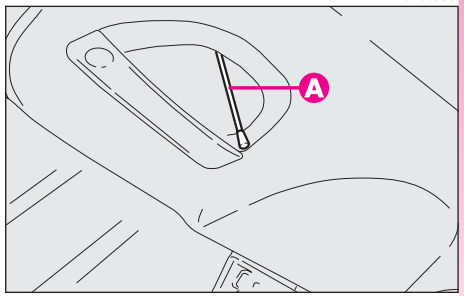

fig. 144
– débloquer la serrure en tirant la ficelle (**A-fig. 144**) (on trouve la ficelle dans le compartiment droit obtenu dans le hayon).